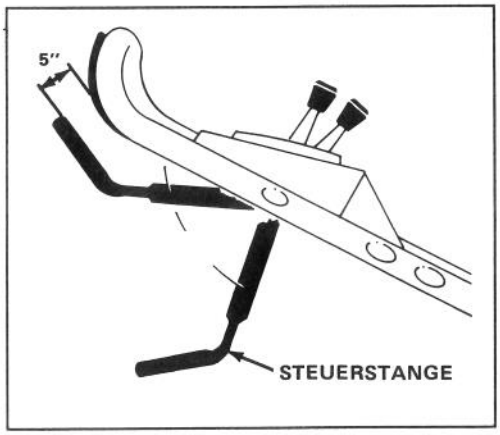

Bild 13
2. Die Steuerstange in die unterste Stellung schieben (Abb. 13). Damit rastet der Hebel-Mechanismus vor dem Messer ein.
6. Die Steuerstange in die unterste Stellung drücken, damit der Mechanismus einrastet (Bild 13).
7. Die Steuerstange langsam soweit anheben, bis sich der Grasfangsack etwas aufbläht (etwa 13 cm unter dem Griff) (Bild 13). Das Zeigt, daß das Mähmesser eingekuppelt wurde und sich dreht.